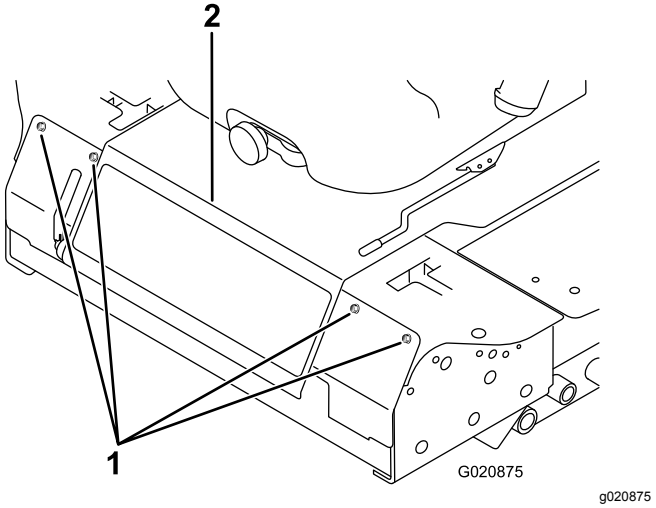

図 47
2. 前パネルを止めているボルトを外して前パネルを外す(図 47)。